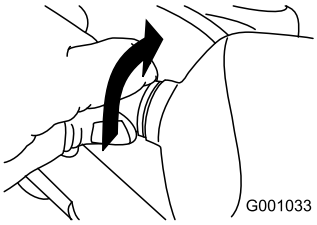

**Figur 58**
2. Vrid lampsockeln motsols tills det tar stopp (Figur 58).